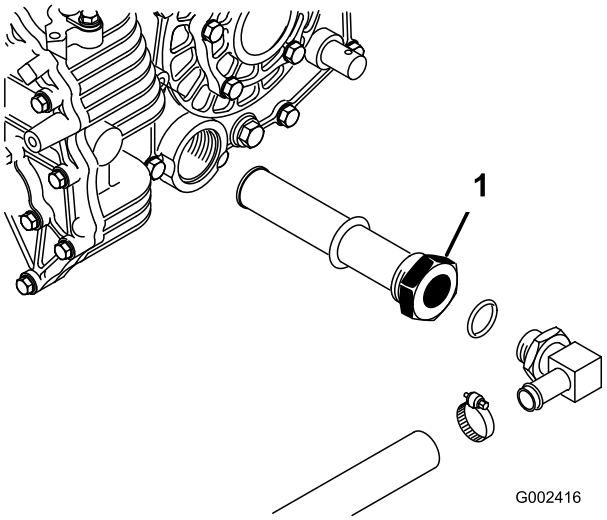

Figur 73
3. Observera riktningen på hydraulslangen och 90-graderskopplingen som är anslutna till filtret på tankens ena sida (Figur 73).